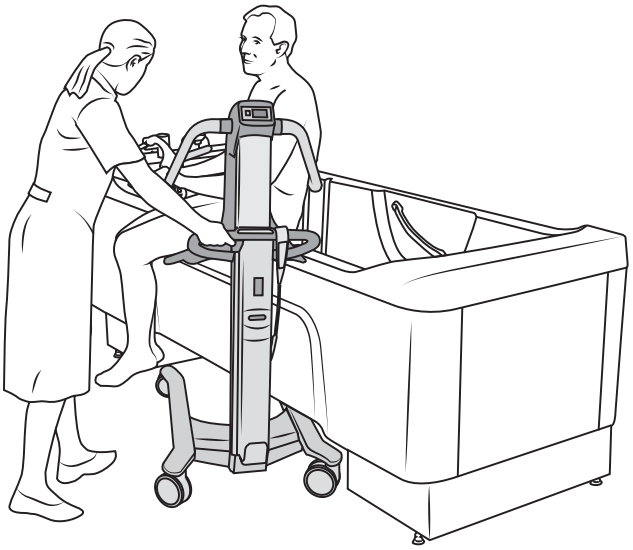

Abbildung 25
5. Den Badesitzlifter diagonal an der Seite der Classic Line 2 Badewanne positionieren und seitwärts ausreichend Abstand lassen. Siehe Abbildung 25.